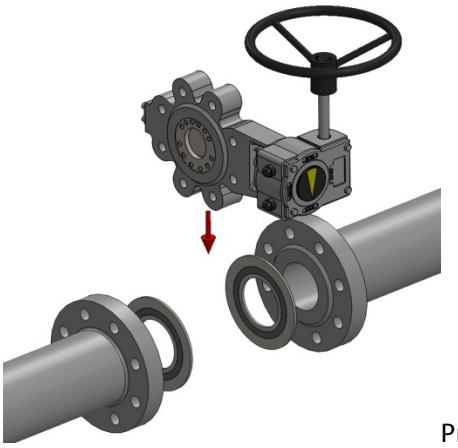

Рис. 2c
b. Клапан может устанавливаться в трубопроводе с вертикальным, горизонтальным или промежуточным расположением штока клапана. По возможности рекомендуется, чтобы шток располагался горизонтально, что предотвращает скопление грязи или рабочей жидкости внутри и вокруг полости опорного подшипника (см. рис. 2c).